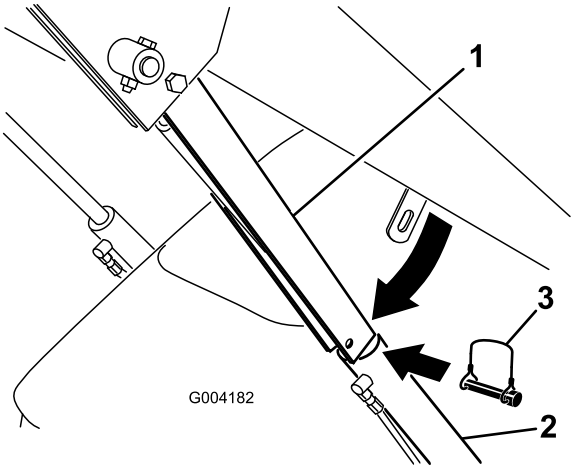

Figuur 23
4. Verwijder de lynchpen waarmee de cilindervergrendeling aan de arm van de lader is bevestigd (Figuur 23).
5. Breng de cilindervergrendeling omlaag over de cilinderstang en bevestig deze met de lynchpen (Figuur 23).